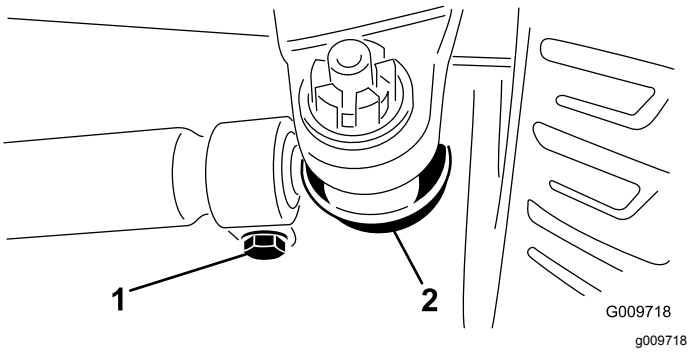

Rysunek 71
2. Aby wyregulować, zdejmij zawleczkę i nakrętkę z przegubu kulowego drążka kierowniczego (Rysunek 71) i zdejmij przegub kulowy drążka kierowniczego z podpory obudowy osi.
3. Poluzuj zaciski po obu końcach drążków kierowniczych (Rysunek 71).
4. Obróć odłączony przegub kulowy o jeden (1) pełny obrót do wewnątrz lub na zewnątrz i zamknij zacisk na wolnym końcu drążka kierowniczego.